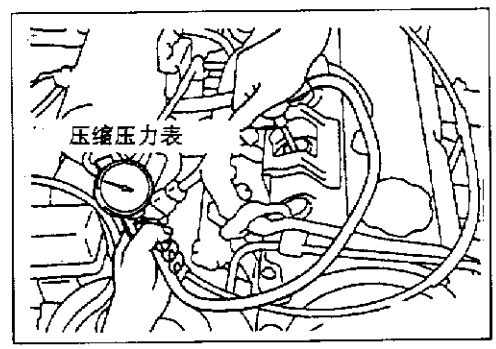

图2-1-7
(6)将压缩压力表装到其中一个火花塞孔中。如图2-1-7所示。